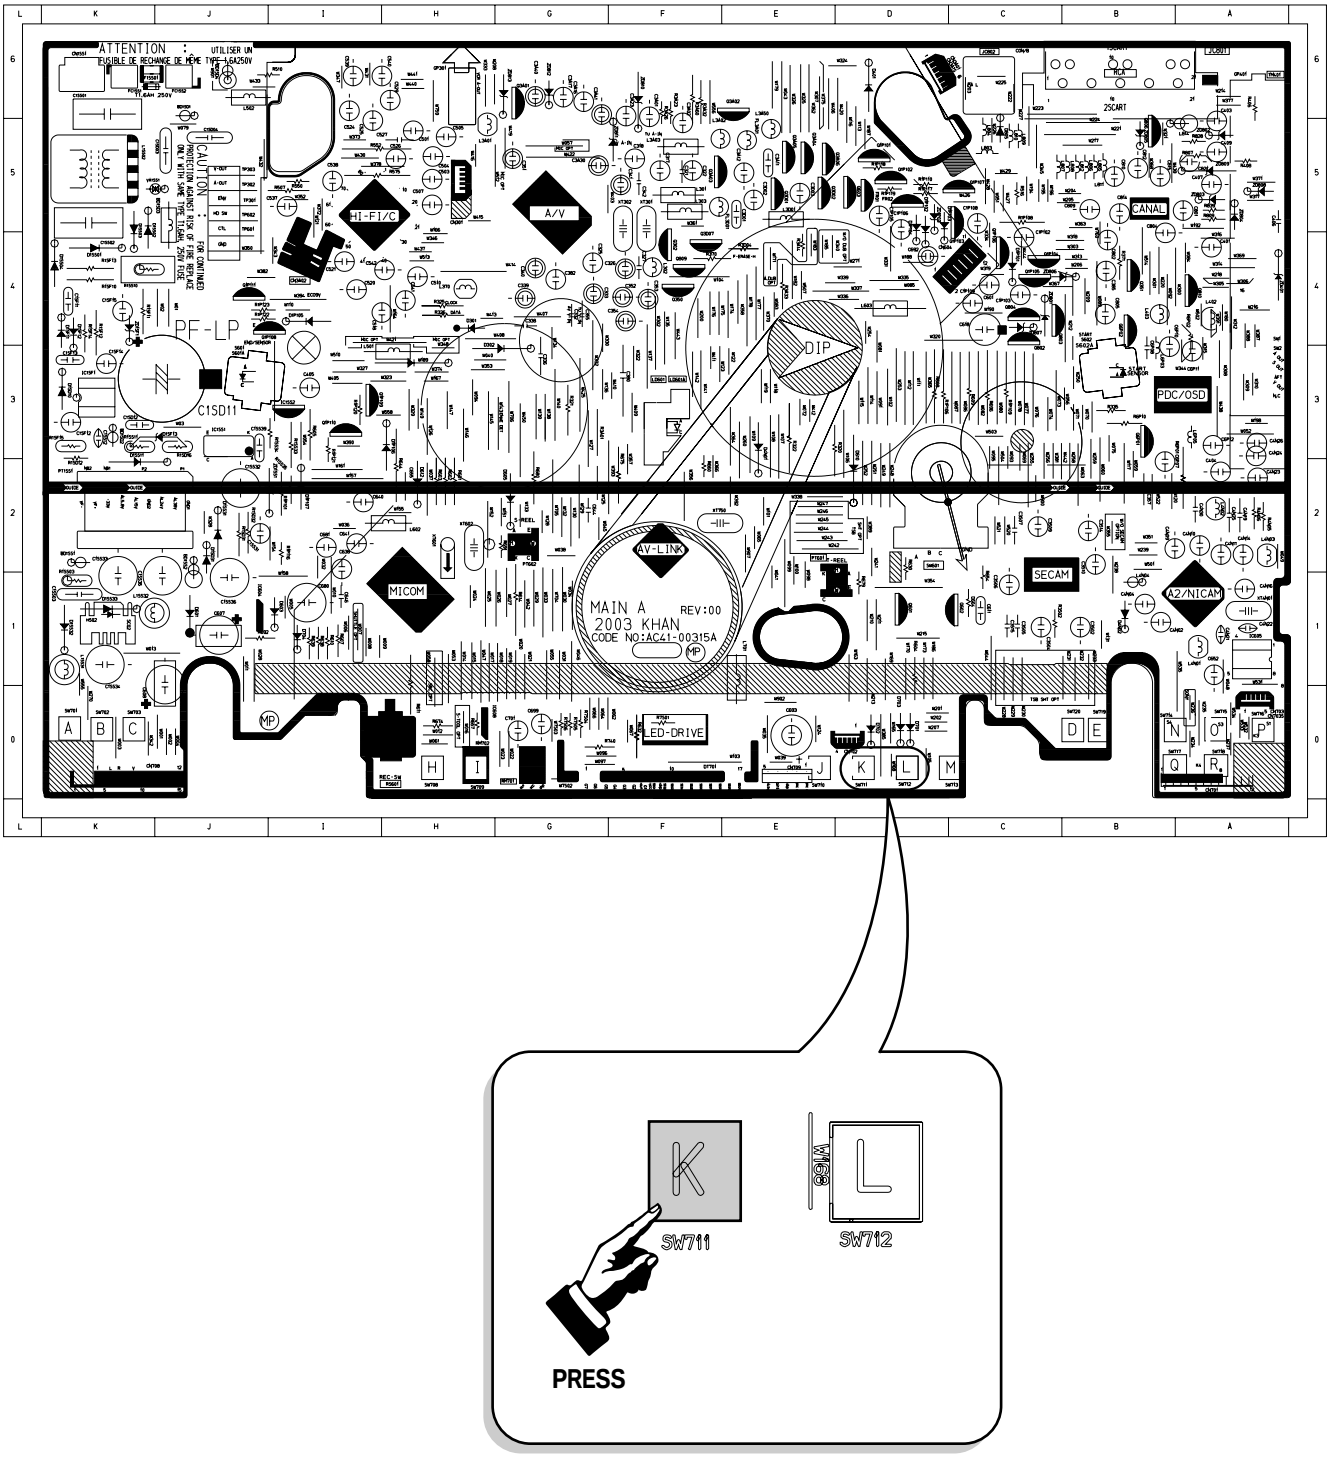

Fig. 5-2 Main PCB (Top View)
(See Fig. 5-2 and 5-3)
2) Press the “TEST” button on Main PCB/Function PCB to set the adjustment mode. (See Fig. 5-2 and 5-3)
1) Press the “TEST” button on Main PCB/Function PCB to set the adjustment mode. (See Fig. 5-2 and 5-3)